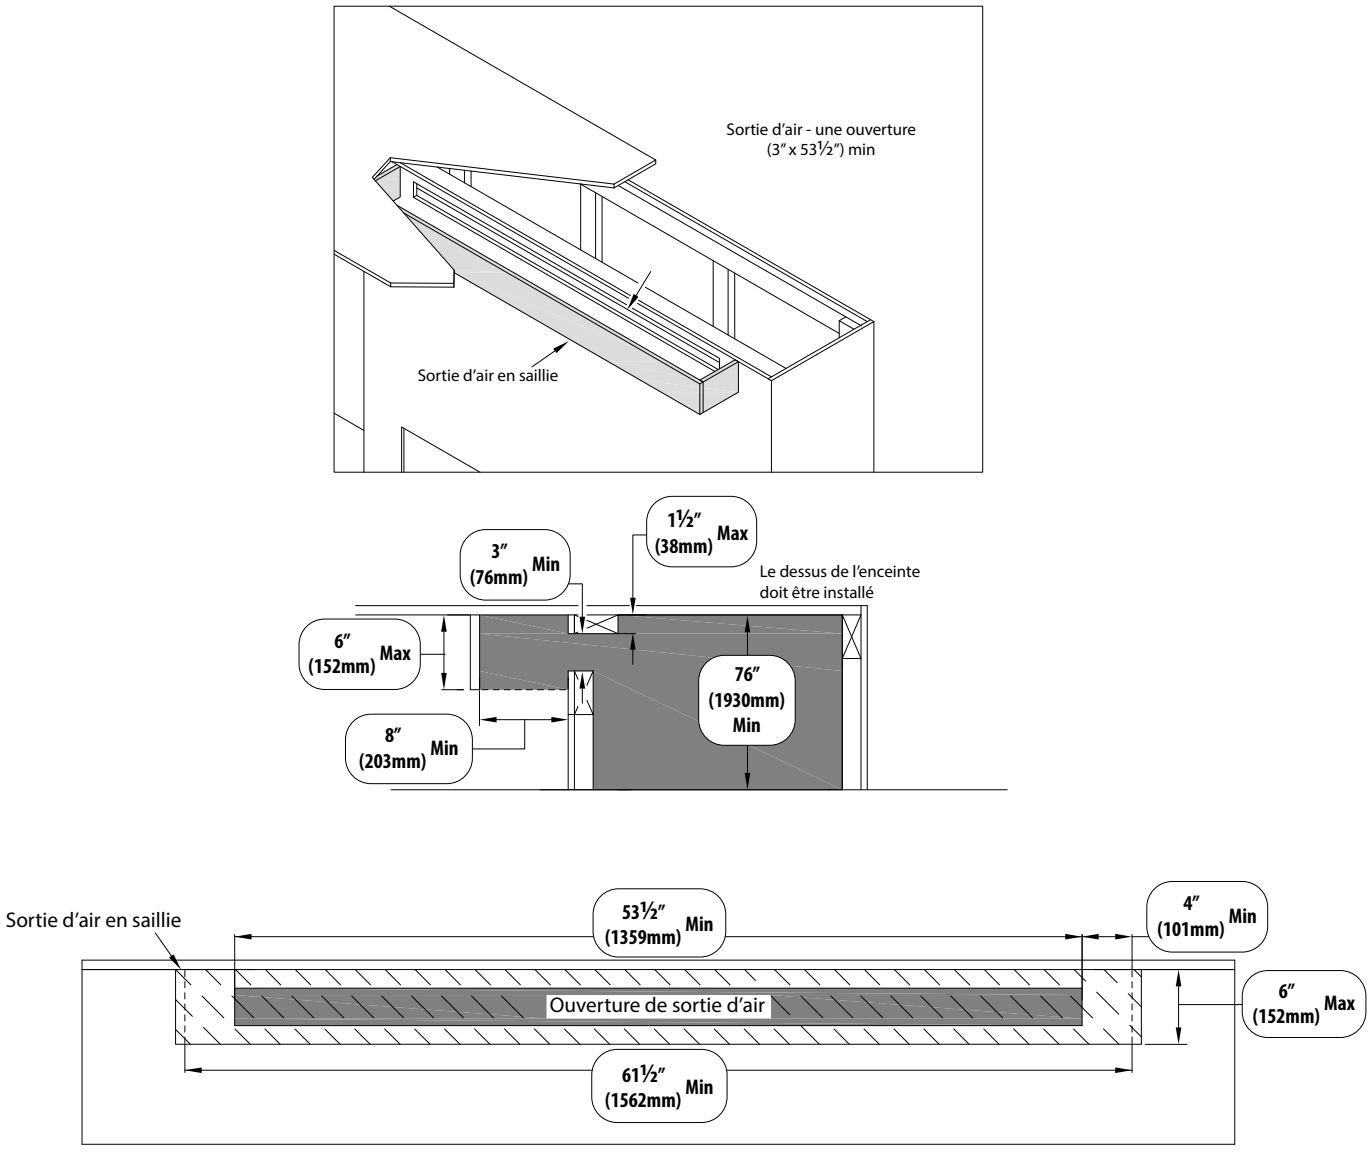

Figure 3.20, Autre installation possible de la cavité ventilée à une ouverture
- La Figure 3.20 montre une autre méthode d'installation possible, où l'ouverture de sortie d'air est relocalisée 1-1/2 po (38 mm) plus bas, qui est le maximum qu'on peut descendre pour encadrer l'ouverture de sortie d'air au haut de l'enceinte du foyer. Ceci évite d'emprisonner la chaleur dans les zones supérieures de l'enceinte de la cavité ventilée. Encadrer la sortie d'air plus bas que 1-1/2 po (38 mm) causera une surchauffe avec risque d'incendie. Cette méthode d'installation permet d'éviter tout risque de décoloration de peinture par la chaleur ou la poussière.
- La Figure 3.20 montre une sortie d'air en saillie devant l'ouverture de sortie d'air. Cette méthode d'installation optionnelle permet de dissimuler l'ouverture de sortie d'air.